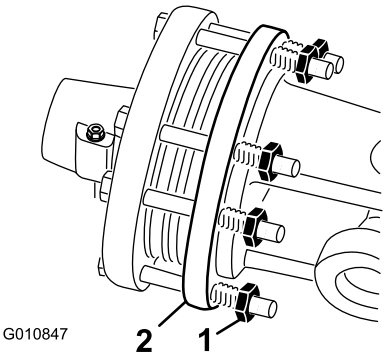

Figuur 44
1. Draai aan het einde van het seizoen beide moeren van de koppeling 2 slagen los (Figuur 44).